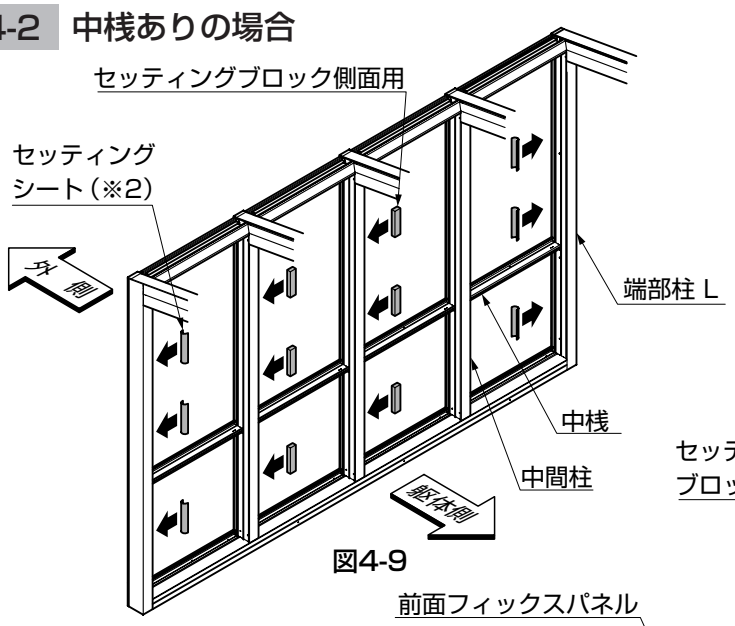

図4-9
①セッティングブロック側面用を、中間柱の片側に取付けてください。（図4-9参照）